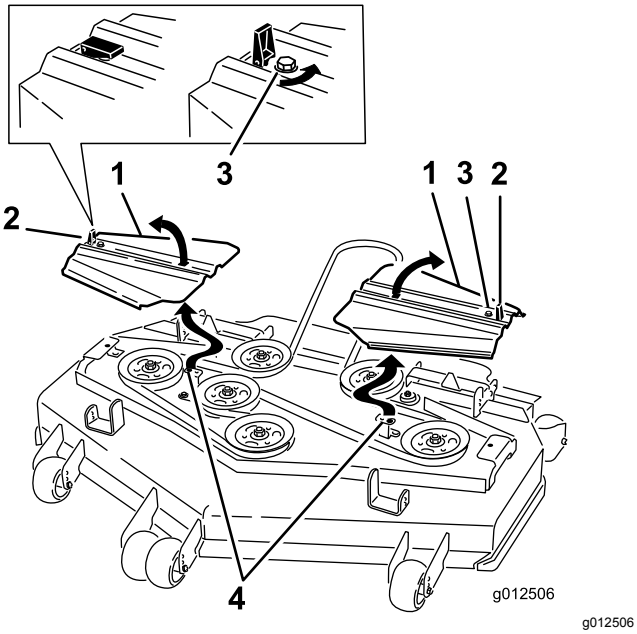

Bild 70
14. Setzen Sie die Riemenabdeckungen auf. Die Nasen sollten in den Schlitzen stecken. Setzen Sie die Schrauben und schließen Sie die Laschen (Bild 70).